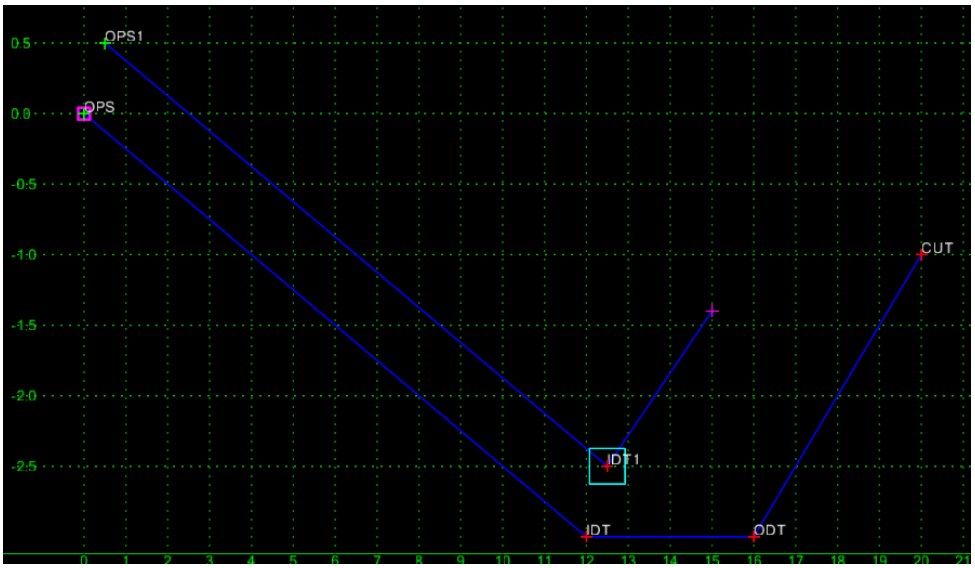

Figure L7-69 Create Template Grid
• With your cursor in the Precision Input Field, press the **Enter** key on your keyboard. • Verify Point **IDT1** was drawn and your view matches that shown in *Figure L7-69* with a blue line extending dynamically from it.